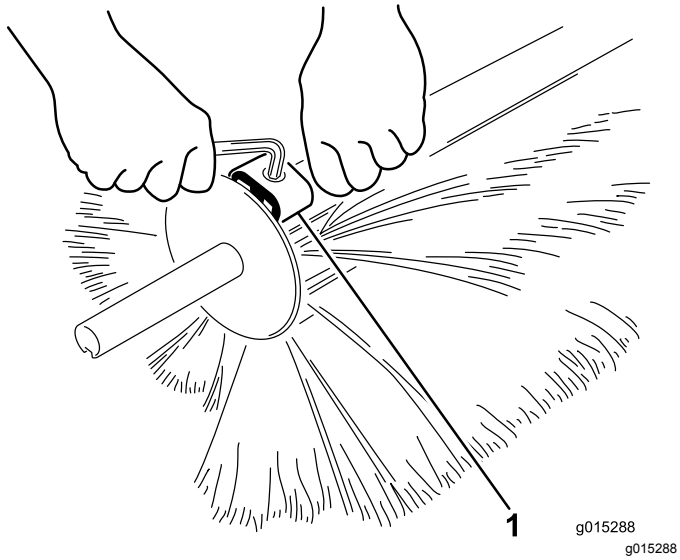

Figura 29
3. Allentate i morsetti con una chiave a brugola e toglieteli dalle metà della spazzola (Figura 29).